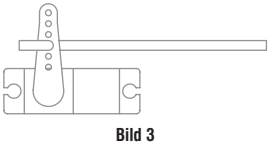

Bild 3
3. Befestigen Sie das Gestänge in der dritten Öffnung des Servohorns (Bild 3)